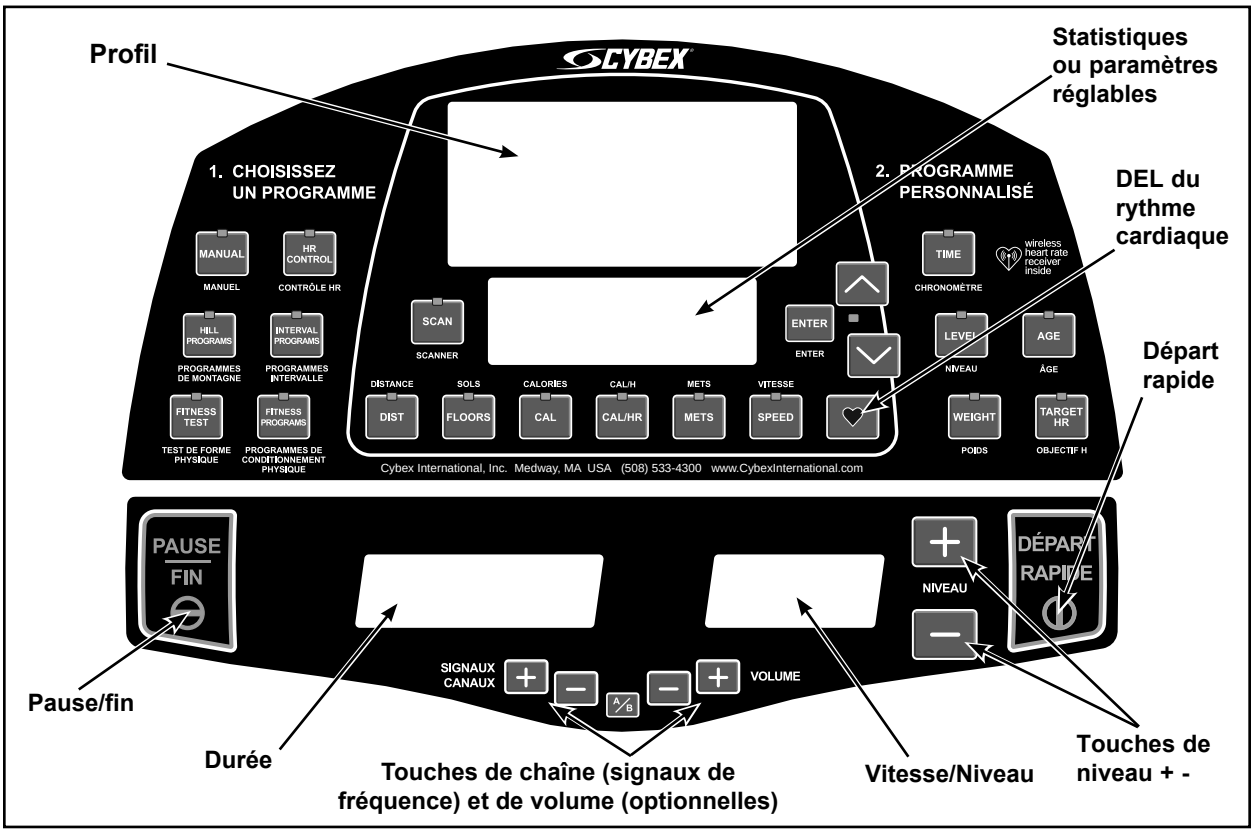

Figure 1
4. Observez les quatre afficheurs (figure 1) :
REMARQUE : *Le rythme cardiaque défile uniquement lorsque vous tenez les poignées de détection du rythme cardiaque par contact ou si vous utilisez un émetteur de rythme cardiaque compatible Polar. Reportez-vous à la figure 1.*